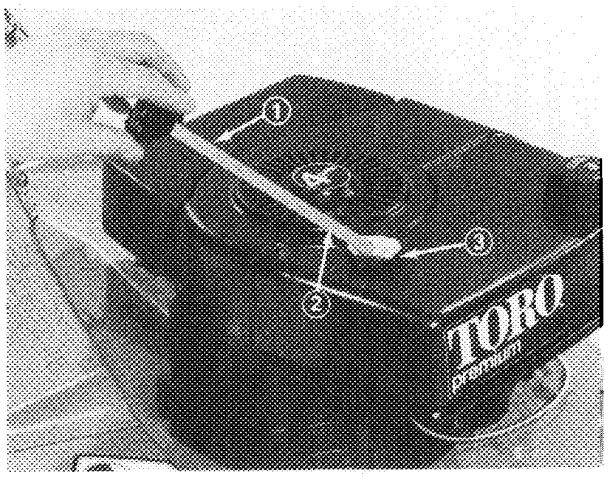

Figure 7
5. Wipe end of dipstick with clean rag and insert it into filler neck. Rotate cap clockwise 1/4 turn. Then remove the dipstick and check level of oil by reading the dipstick (Fig. 7). If level of oil is low, add only enough oil to raise level to FULL mark on dipstick. DO NOT ADD OIL SO LEVEL RISES ABOVE FULL MARK BECAUSE ENGINE COULD BE DAMAGED WHEN IT IS STARTED.